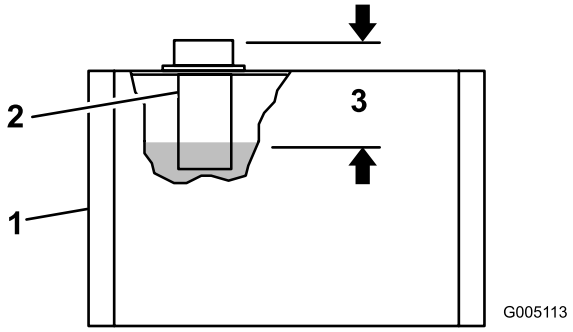

Figur 21
2. Ta bort locket från tankens ovansida och kontrollera oljenivån. Nivån ska vara ca 89 mm under påfyllningshålets topp (Figur 21).